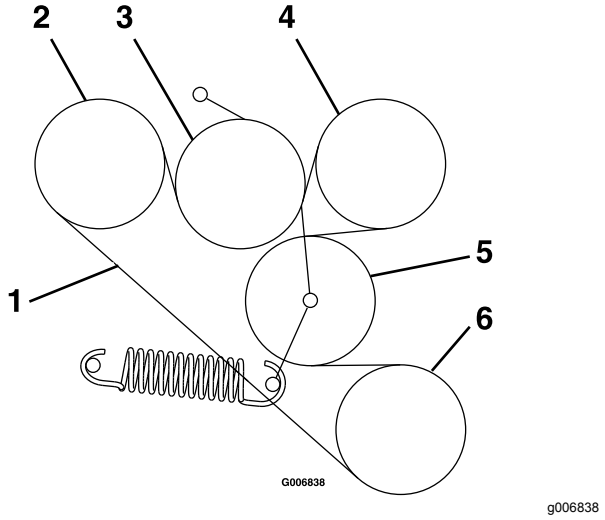

Figure 57
6. Acheminez la courroie neuve sur les poulies comme montré sur l'autocollant situé au dos de la protection d'entraînement gauche (Figure 57).